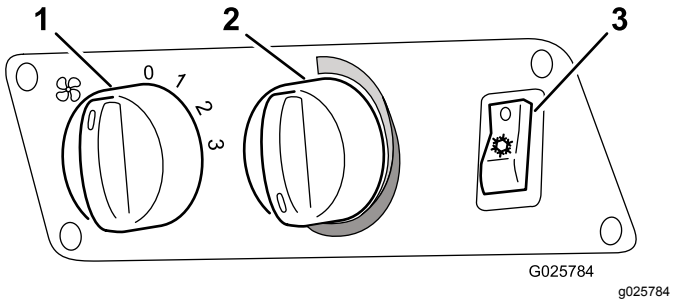

Figura 6
2. Accendete l'interruttore del soffiatore (Figura 6).
3. Accendete l'interruttore dell'aria condizionata (Figura 6).
4. Impostate il controller della temperatura (Figura 6) al massimo del FREDDO (completamente in senso antiorario).